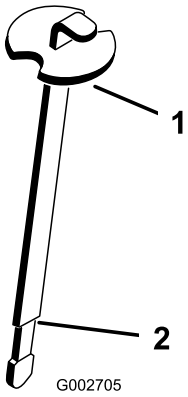

**Figuur 16**
3. Verwijder de peilstok uit de vulbuis en veeg deze af met een schone doek. Steek de peilstok in de vulbuis. Verwijder deze daarna en controleer het vloeistofpeil. Het vloeistofpeil moet tot aan de markering (versmalde stuk) op de peilstok staan (Figuur 16).